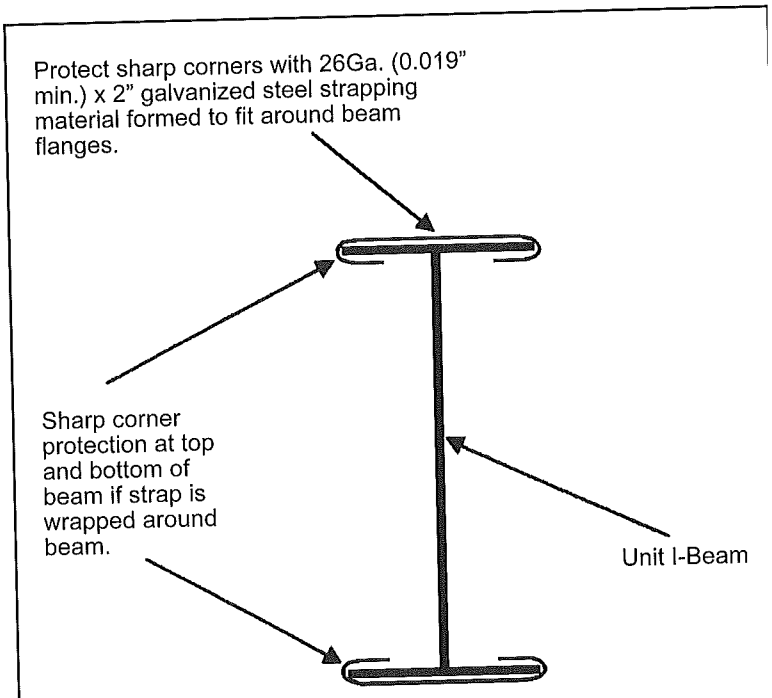

FIG. 5-9A
1. Position and install the ground anchors under exterior walls so that the final strap angle and height (H) will be within the limits shown in tables 5 thru 6C.
2. Connect the straps to the frame and ground anchors (See Figs. 5-9 and 5-10). Straps wrapped around the I-Beam as shown in Fig. 5-9 require protection from premature failure due to sharp corners. Fig. 5-9A illustrates one method to protect against sharp corner damage. Other methods (such as beam clamps — Tie-Down Engineering part no. 59003 or equivalent) approved by the local building authority having jurisdiction may be used.